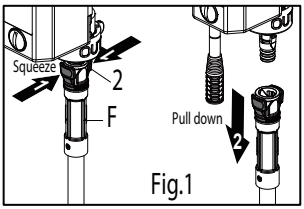

Fig.1
If it is necessary to remove the quick connector (F), squeeze the tabs (2) on the quick connector and then pull down to disconnect. (Fig.1)